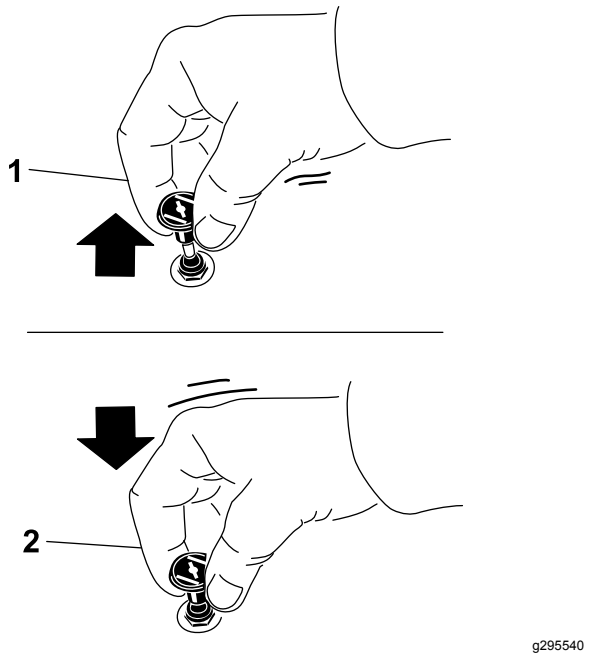

Figur 29
1. Dra opp chokeknappen for å koble til choken før du bruker tenningsbryteren (Figur 29).
2. Dra ned choken for å koble den fra når motoren har startet (Figur 29).